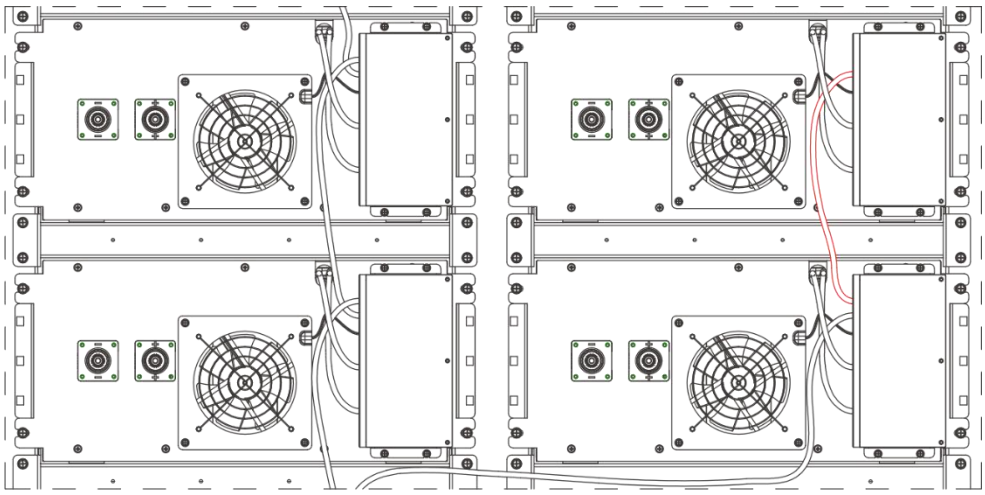

Figure 2.9
(5) The BMU communication output of the previous battery box is connected with the BMU communication input of the next battery box (Figure 2.9)